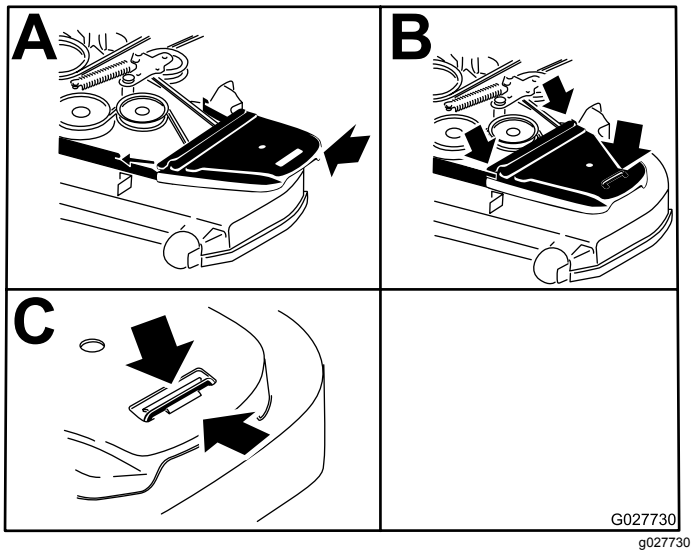

Figuur 85
14. Plaats de aandrijfriemkappen terug (Figuur 85).